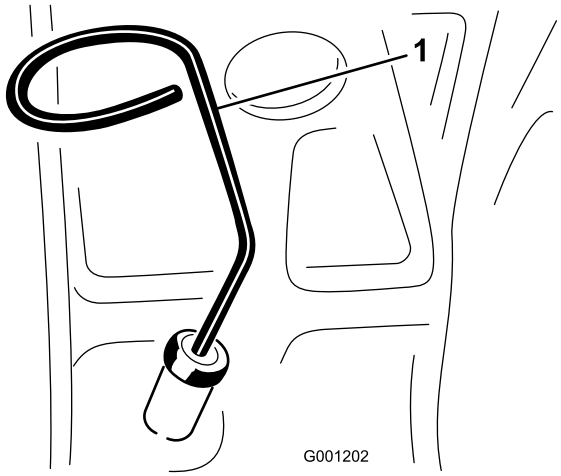

Figur 22
3. Fjern målepinden (Figur 22), tør den af, og sæt den tilbage igen.